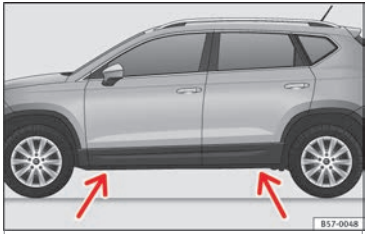

Fig. 75 Crossbar: marks.
- Find the support point on the strut (sunken area) closest to the wheel to be changed ››› **Fig. 75**.